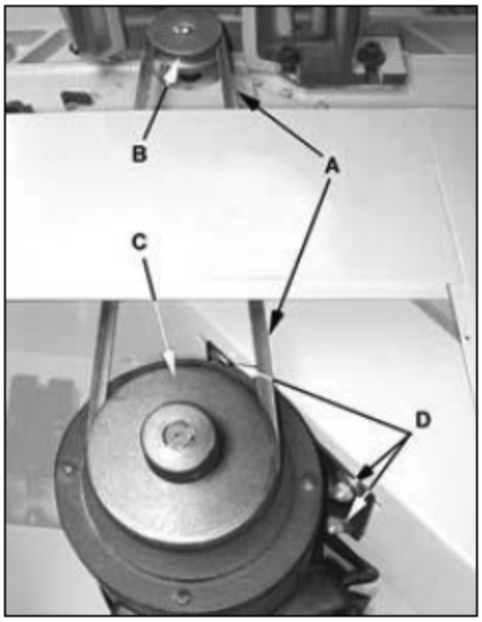

Рис. 7
4. Чтобы увеличить натяжение ремня, ослабьте 4 шестигранные гайки на монтажных опорах двигателя (D, Рис. 7) с помощью 12 мм гаечного ключа. Дайте двигателю опуститься либо надавите на двигатель, чтобы натяжение ремня увеличилось. Затем затяните монтажные гайки.
3. Ослабьте установочные винты на опорной плите двигателя (D, Рис. 7). Затем установите двигатель в крайнее верхнее положение и заведите ремень на оба шкива. Дайте двигателю опуститься и натянуть ремень.